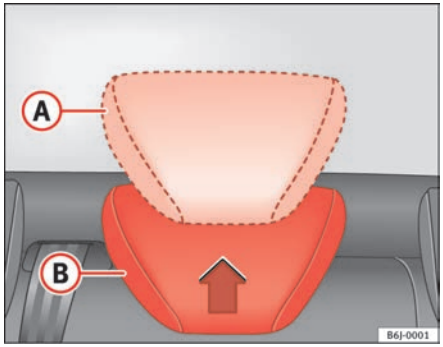

Fig. 5 Adjusting the rear head restraints
- Raised position or position for use (A) ⇒ fig. 5. In this position, the head restraint is used normally, protecting the occupant of the rear seats, along with the rear seat belts.
- Rest position (B) ⇒ fig. 5. This position improves the driver's rear visibility.